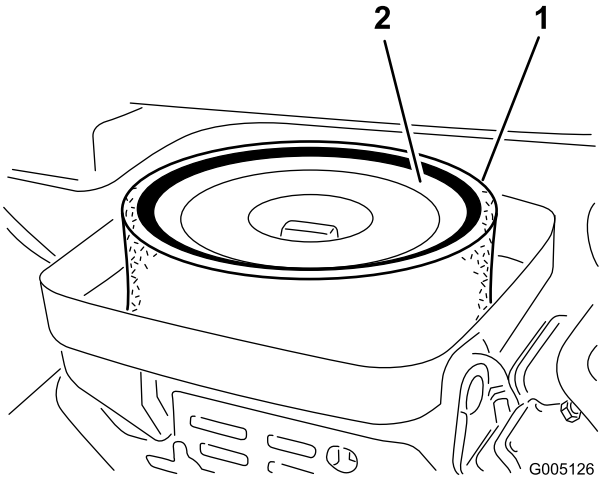

Figur 41
4. Hvis skumindsatsen er snavset, skal det fjernes fra papirindsatsen (Figur 41). Rengør det grundigt som følger: